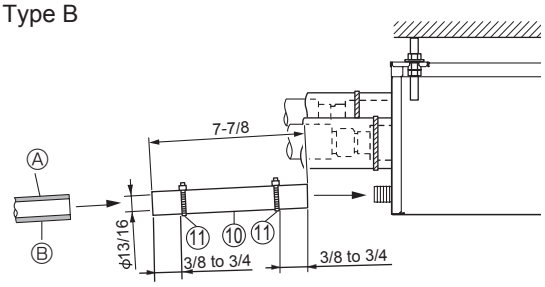

Fig. 8-1
(1) Apply PVC adhesive (procure locally) to the drain connection on the branch box and push the attached drain hose ⑩ onto the connection as far as it will go. (Fig. 8-1)
(2) Insert a hard PVC pipe (O.D. 13/16 inch, 20 mm, procure locally) into the attached drain hose ⑩ and glue it together and fix it. (Fig. 8-1)
(3) Fit a band ⑪ to the attached drain hose ⑩ (Fig.8-1)